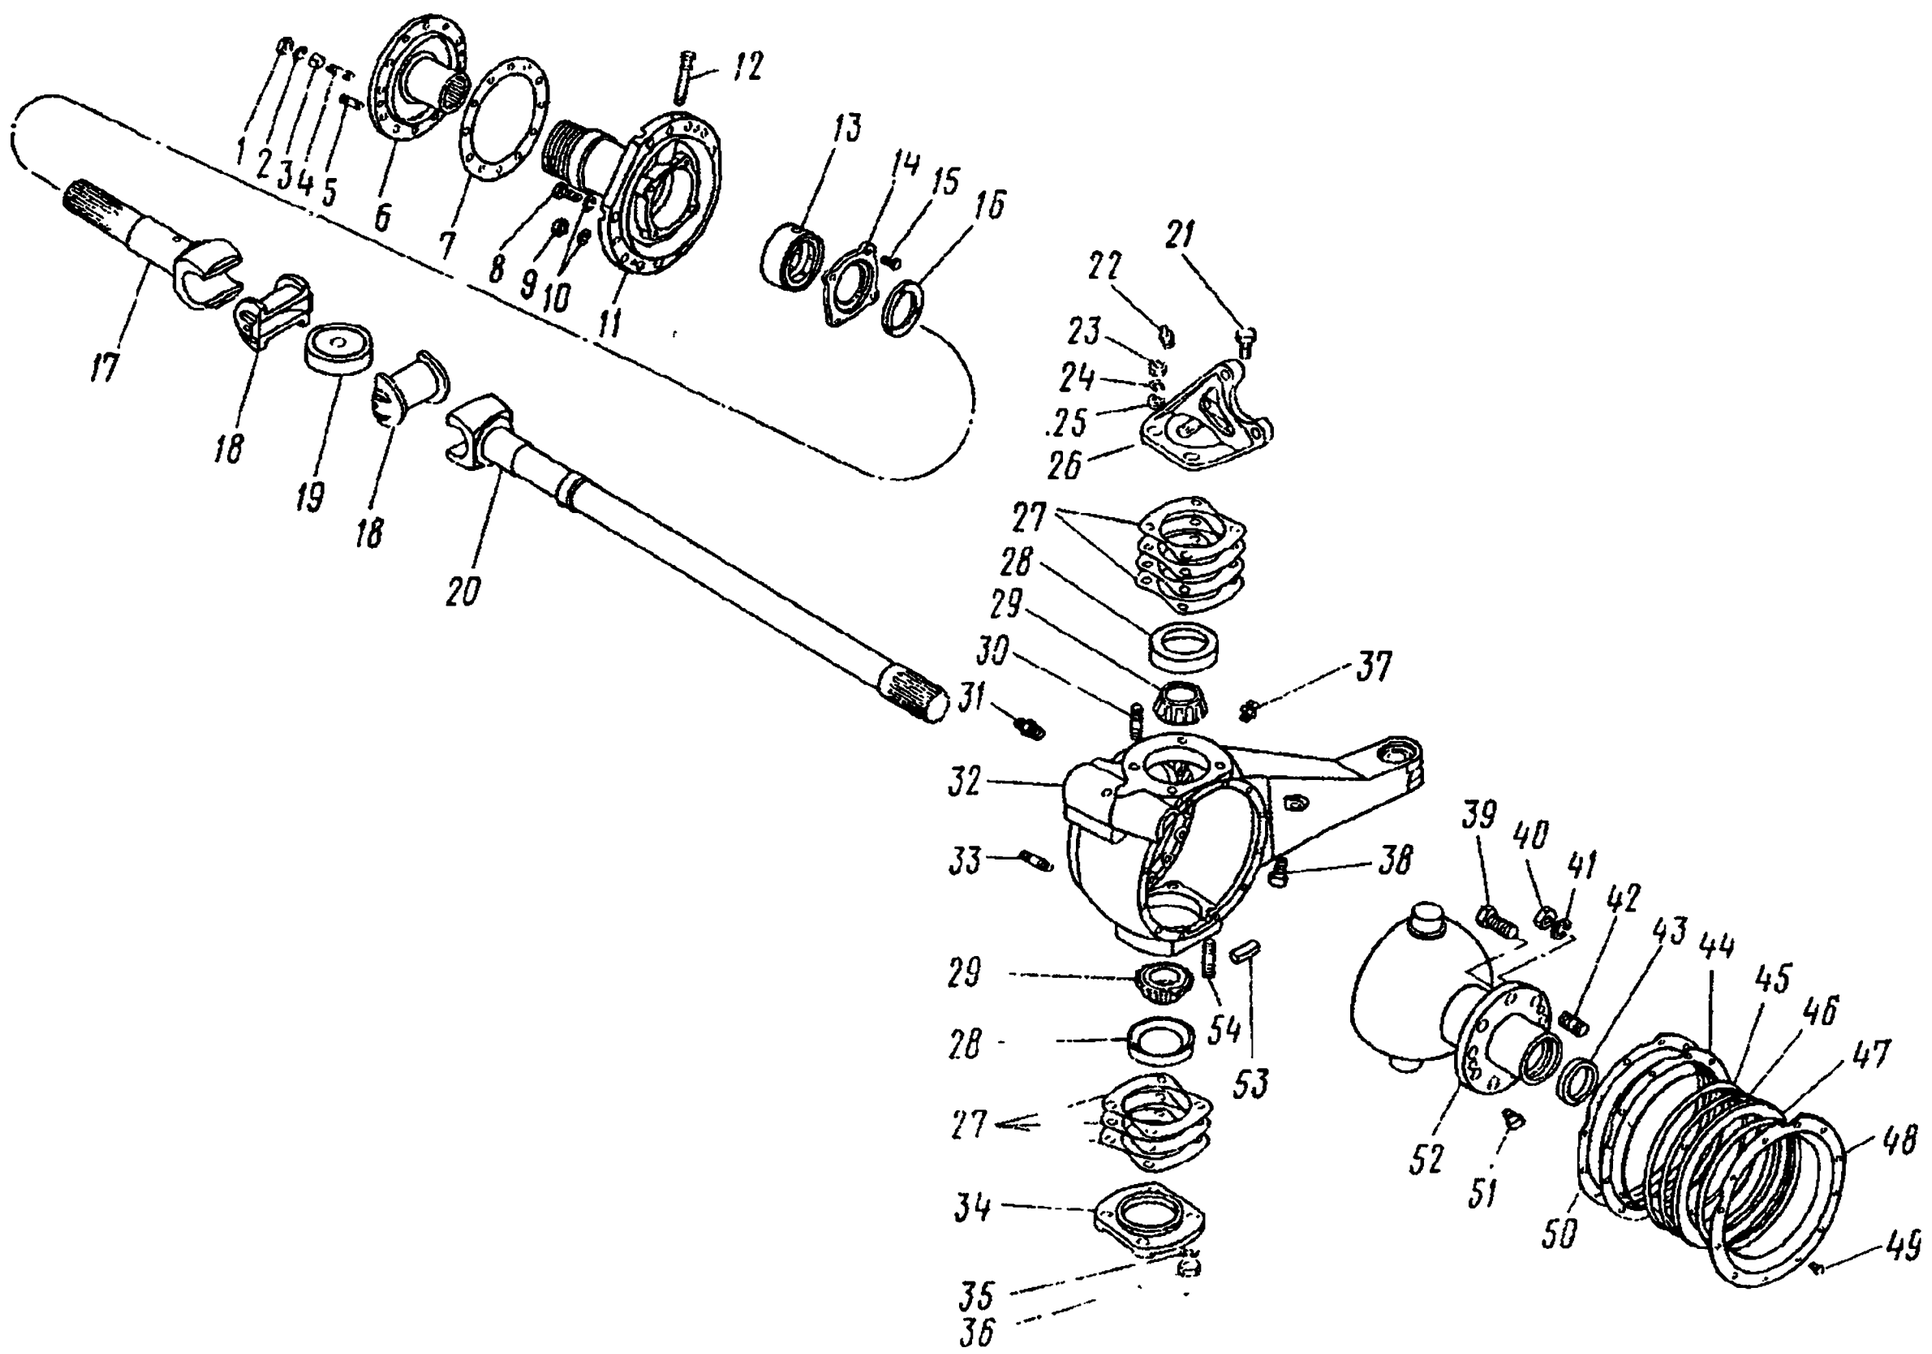

Рис. 201. Поворотный кулак правый переднего моста:
3. Отверните гайки *1* (см. рис. 201) крепления ведущего фланца *6*, снимите со шпилек *4* пружинные шайбы *2*, разжимные втулки *3*, снимите ведущий фланец и прокладку *7*	Ключ 19 мм
9 Отверните гайки *9* (рис. 201) и выверните болты крепления тормозного суппорта и цапфы, к корпусу поворотного кулака, снимите со шпилек *5* пружинные шайбы *10*, суппорт *7* (см. рис 200) и щиток *9*	Ключ 19 мм, технологические болты М12×1,25×50 (2 шт.)
10. Отверните гайки *40* (см. рис. 201), выверните болт *39* крепления шаровой опоры к картеру моста, снимите пружинные шайбы *41* со шпилек *42*	Ключ 27 мм, сменная головка 27 мм, вороток
13 Снимите цапфу *11* (см. рис. 201), кулак *17* шарнира наружный с вкладышем *18*, диск *19* шарнира	Технологические болты М12×1,25×50 (2 шт.)
21. Отверните гайки *36* (см. рис. 201) крепления нижней накладки, снимите пружинные шайбы *35*, накладку *34* и регулировочные прокладки *27*	Ключ 24 мм
22. Снимите наружные кольца *28* подшипников и спрессуйте съемником (см. рис. 48) внутренние кольца *29* (см. рис. 201) верхнего и нижнего подшипников со шкворней шаровой опоры 52	Съемник И801.48.000